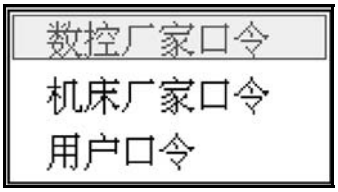

图 9.2.1 选择要修改的权限口令
(1) 输入权限口令（参见 9.1 节）；
(2) 在参数功能子菜单下按 **F2**，弹出如图 9.2.1 所示菜单；